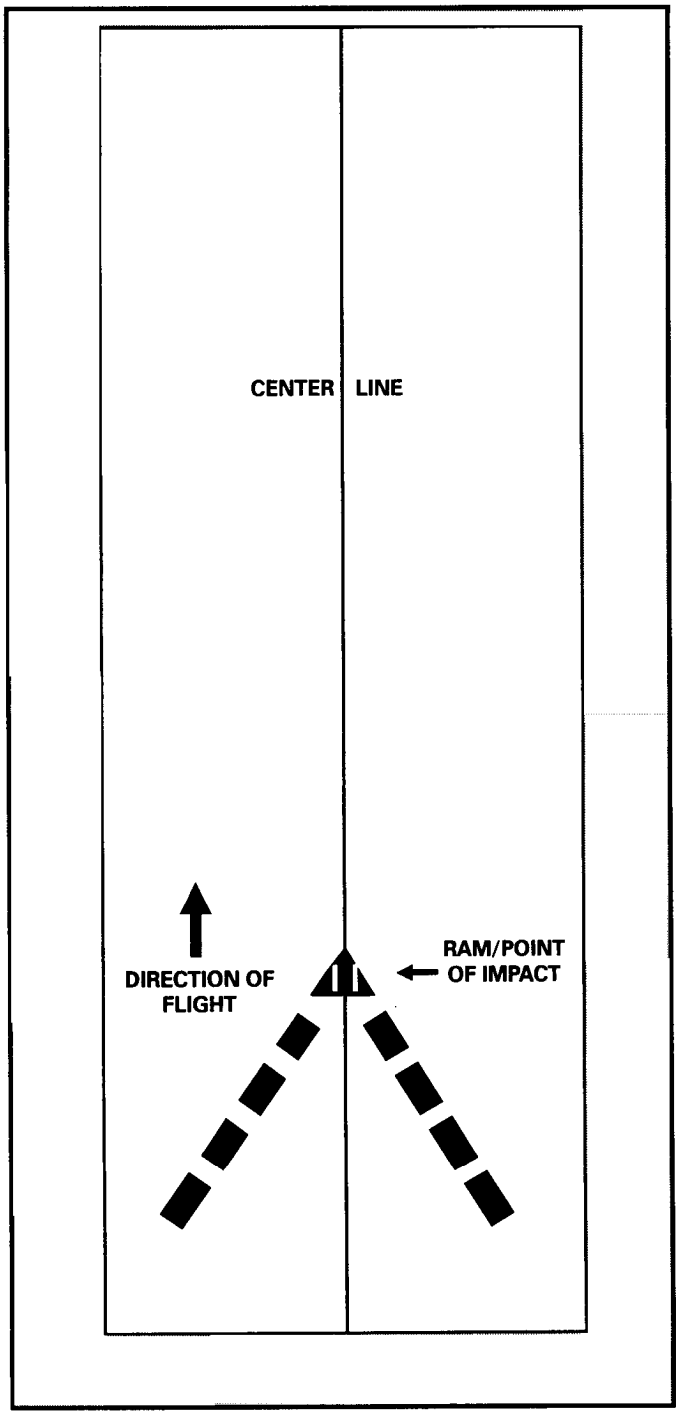

Figure 22-1. Day CARP drop zone markings.
a. **CARP Points of Impact** (Figures 22-1 and 22-2). The PIs for CARP operations are as follows: